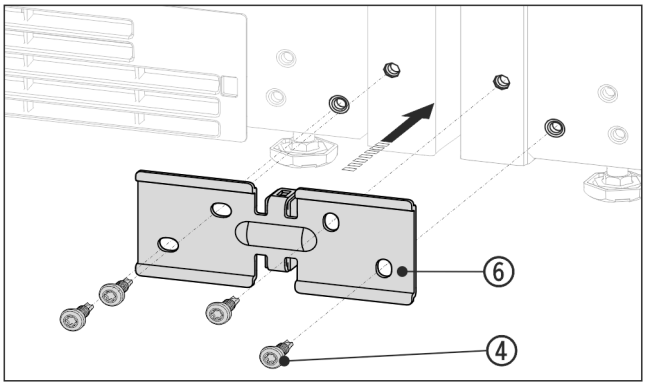

Fig. 15 Beispielhafte Darstellung
- ▶ Winkel *Fig. 15 (6)* mit dem Distanzstück zwischen die Geräte schieben und mit 4 Schrauben *Fig. 15 (4)* lose anschrauben.